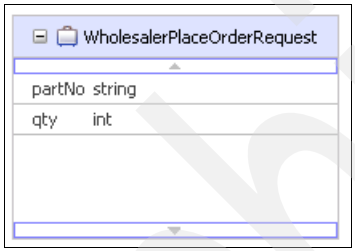

Figure A-20 WholesalerPlaceOrderRequest business object
1. Create the business object *WholesalerPlaceOrderRequest* (Figure A-20).